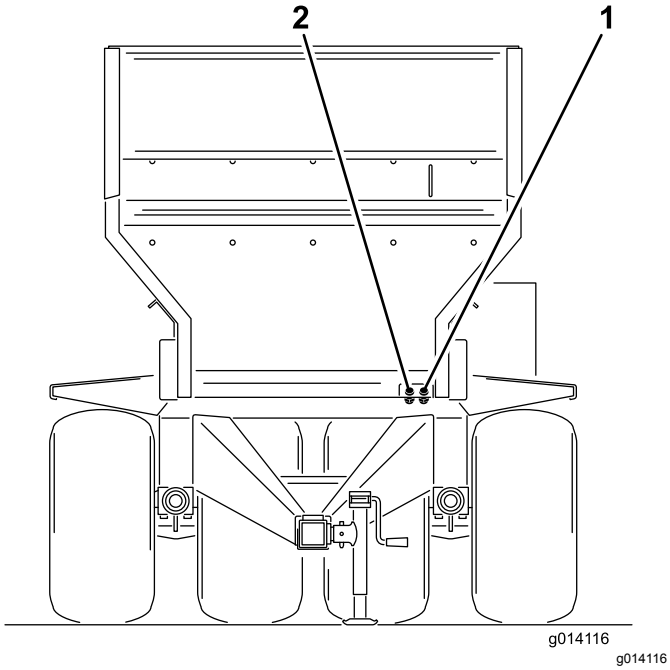

Rysunek 20
6. Podłącz 2 przewody hydrauliczne maszyny do pojazdu holowniczego. Patrząc od przodu maszyny, podłącz prawy przewód do strony ciśnienia i lewy przewód do strony powrotnej (Rysunek 20). Przewód powrotny posiada wbudowany jednokierunkowy zawór zwrotny. Na zaworze zwrotnym znajduje się również strzałka, która powinna wskazywać na złącze powrotne pojazdu holowniczego.